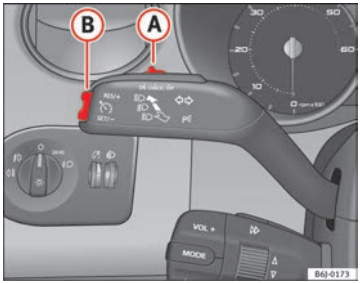

Fig. 117 Turn signal and main beam headlight lever: switch and rocker switch for the cruise control
- when the lever (A) is moved in the direction of **OFF** without fully being engaged.
To resume cruise control, release the brake or clutch pedal or reduce the vehicle speed to less than 180 km/h (110 mph) and press once on the upper part of the rocker switch **RES** ⇒ Fig. 117 (B).